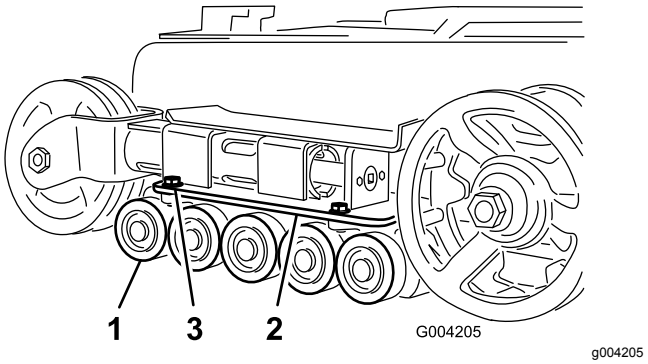

Figur 48
2. Ta bort de fyra skruvarna som fäster respektive nedre larvbandsstyrning som innehåller väghjulen, och ta bort hjulen (Figur 48).